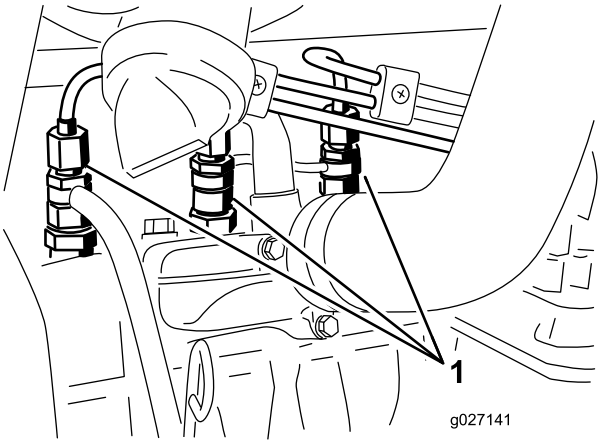

Figur 58
1. Lossa röranslutningen till munstycke nr 1 och hållaren (Figur 58).